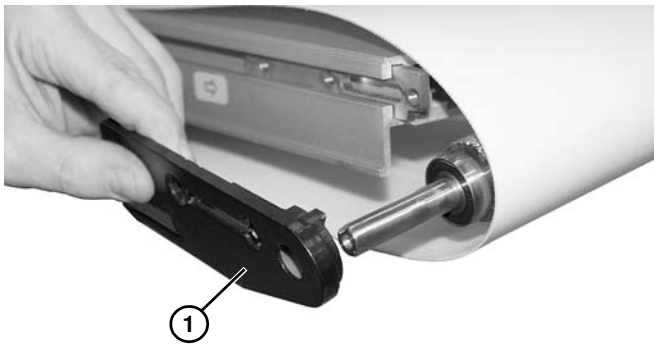

Abbildung 61
4. Die Kopfplatte **(Abbildung 61, Teil 1)** vom Rahmen des Förderbands abnehmen und dabei die Spindel festhalten.